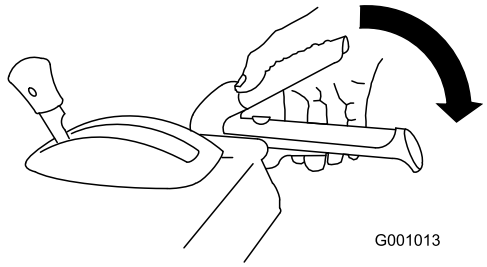

Figur 39
2. Indkobl snegle/rotorhåndtaget, og hold det på plads (Figur 39).